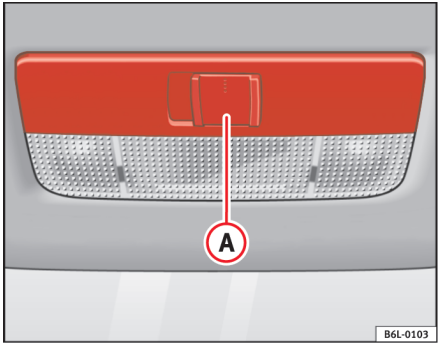

Fig. 56 Loft: kabinelys foran
Med kontakten (A) ⇒ fig. 56 kan du indstille følgende positioner:
Skub kontakten til position O ⇒ fig. 56.